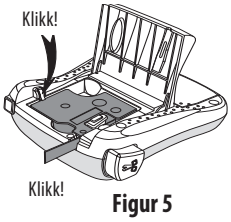

Figur 5
3. Trykk kassetten ned til den klikker på plass. Se figur 5.